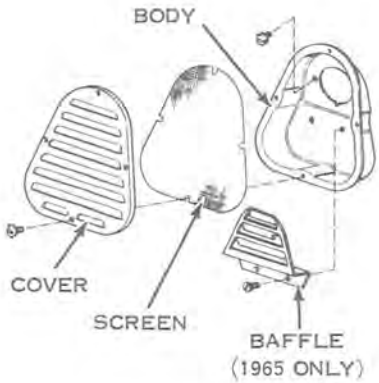

Figure 5-3
a. Remove air cleaner cover and screen. Remove baffle (1965) or screen (1966) and air cleaner body (see Figure 5-3).